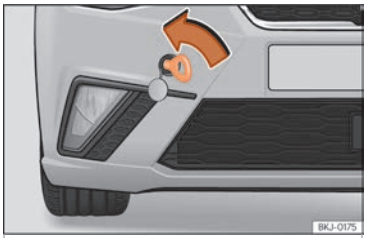

Fig. 100 Parte direita do para-choques dianteiro: argola de reboque enroscada.
– Enrosque a argola até ao limite, para a *esquerda*, no sentido indicado pela seta ››› **Fig. 100**.